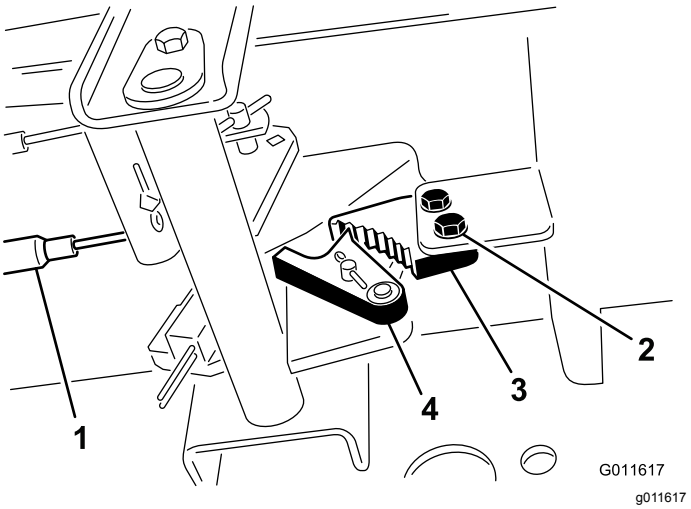

Figur 96
1. Løsn de to skruer, der fastholder parkeringsbremsepedalen på stellet (Figur 96).
2. Tryk parkeringsbremsepedalen frem, indtil parkeringsbremselåsen kobler helt ind på bremsepedalen (Figur 96).